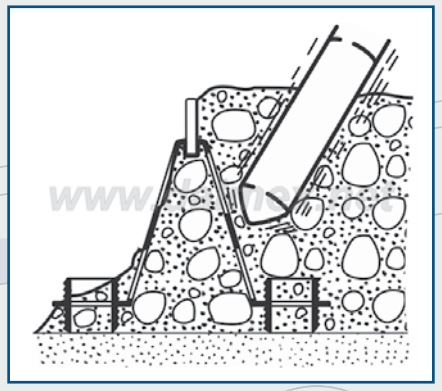

рис. 12
5.2. Первоначально необходимо провибрировать бетонную смесь около Треформы только погружными вибратором (см. рис.12), обеспечив полное заполнение внутренней полости Треформы бетоном.